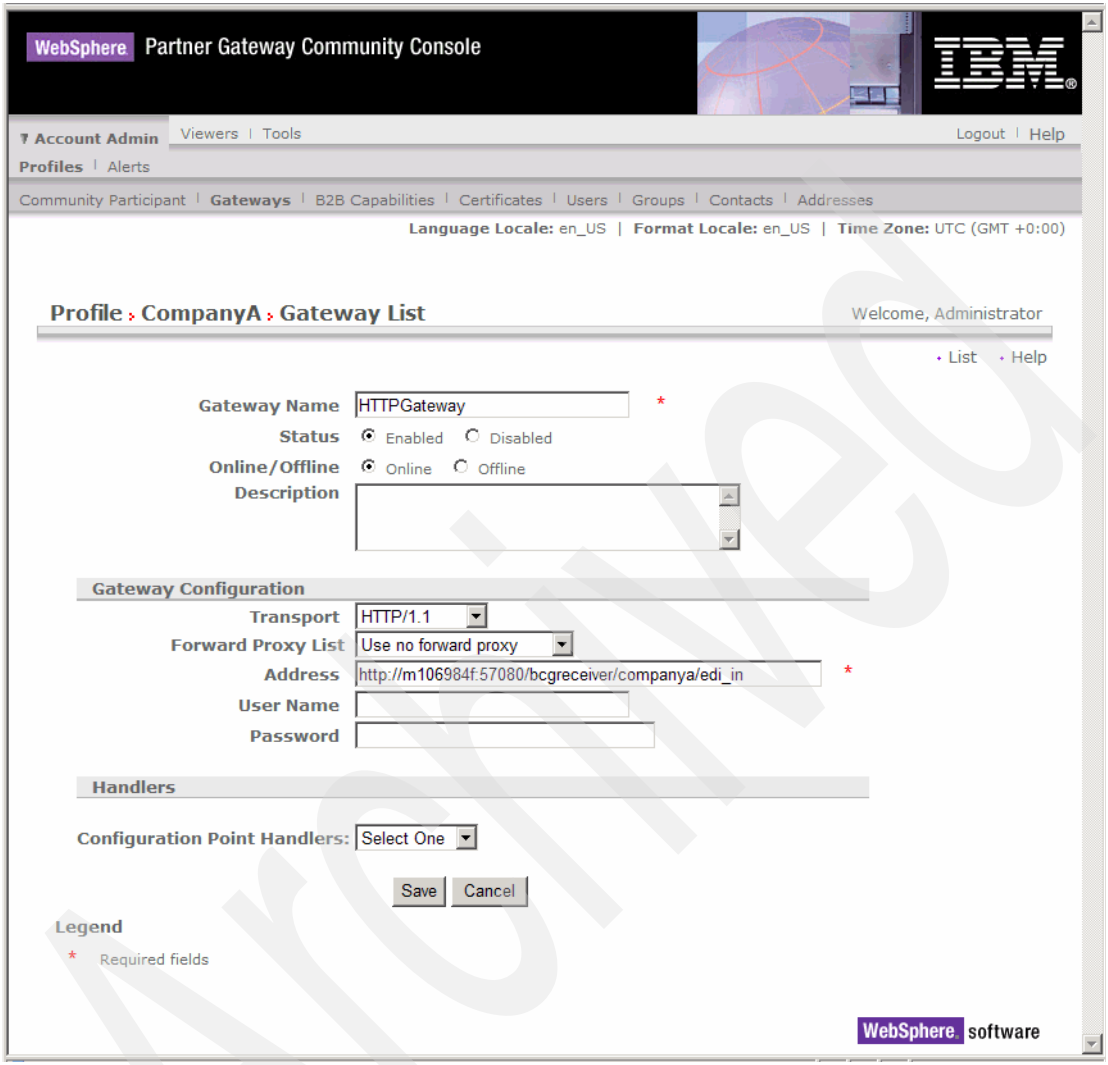

Figure 7-32 Creating a gateway for Company A
5. In the Gateway List panel (Figure 7-32 on page 176), complete these tasks: